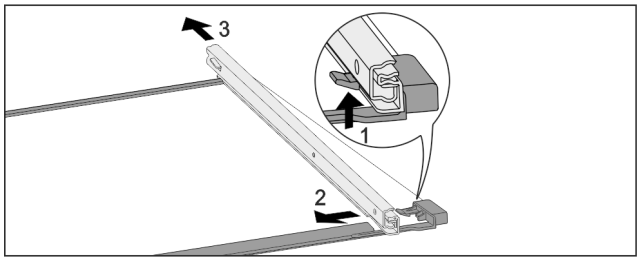

Fig. 65 Glass shelf with rails
- ▶ Push up front click-in hooks. *Fig. 65 (1)*
- ▶ Move the pull-out rails to the side *Fig. 65 (2)* and to the rear *Fig. 65 (3)*.